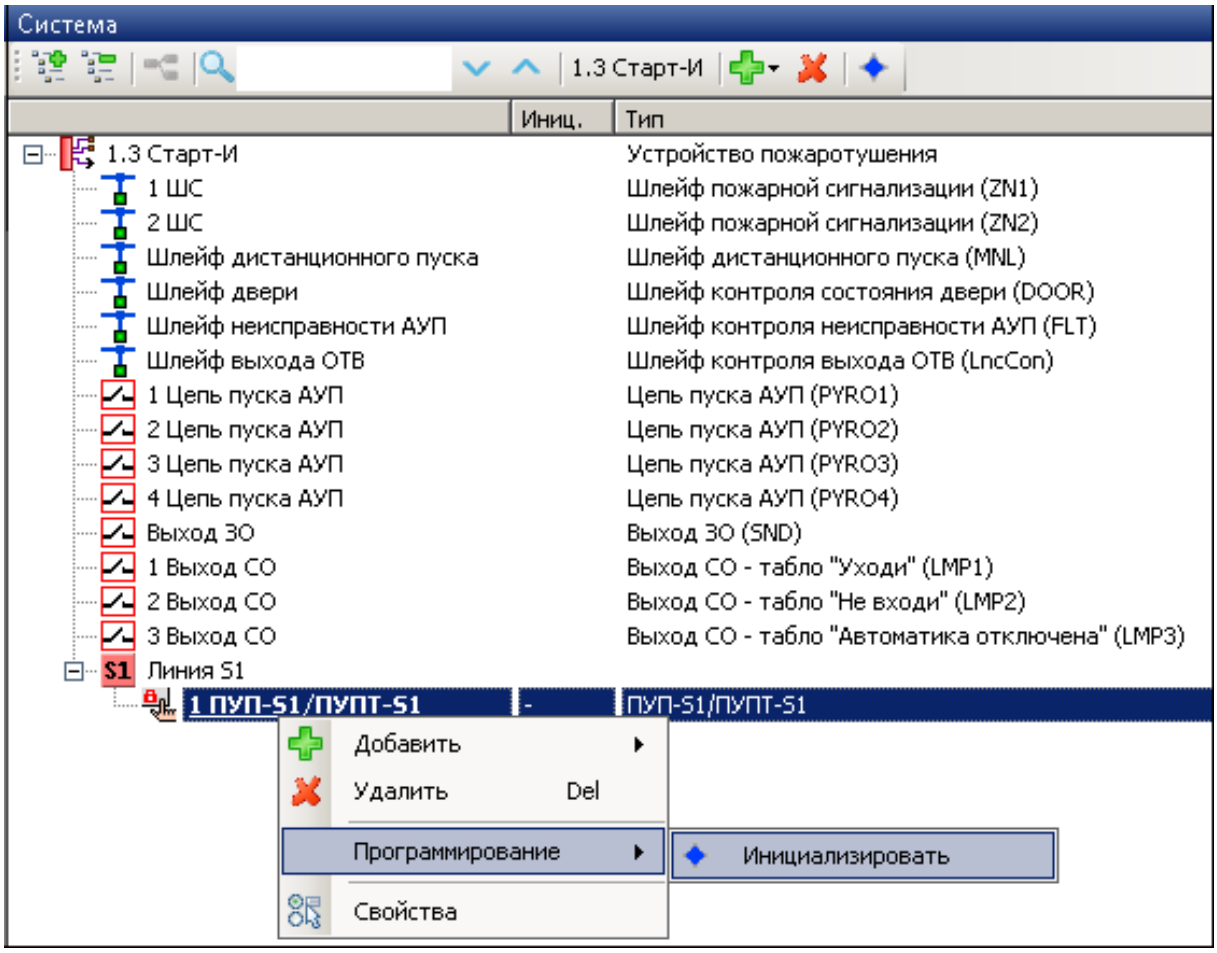

Рис. 40
4. Нажать правой кнопкой мыши на ПУПТ-S1 и выбрать "Программирование" → "Инициализировать" (рис. 40). Далее следовать указаниям мастера инициализации.